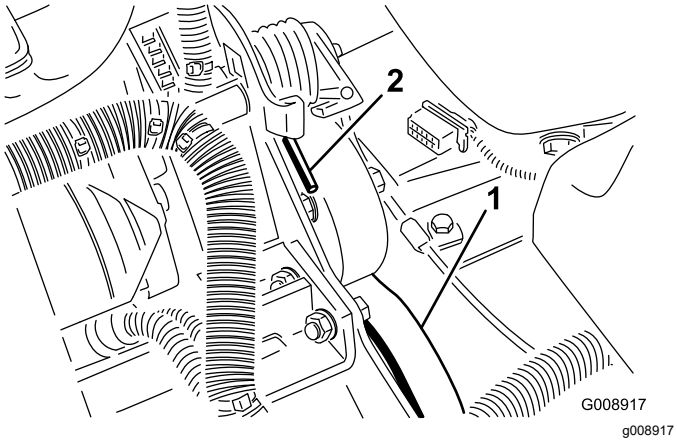

Rysunek 78
3. Popchnij w dół i do przodu koniec sprężyny (Rysunek 78), aby odczepić ją ze wspornika i zwolnić jej napięcie.